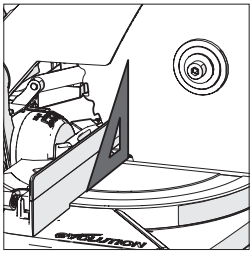

Рис. 9
- Разместите угольник на столе так, чтобы одна его сторона прилегала к столу, а другая - к диску (при этом не касаясь зубцов диска из карбида вольфрама) **(Рис. 9)**.